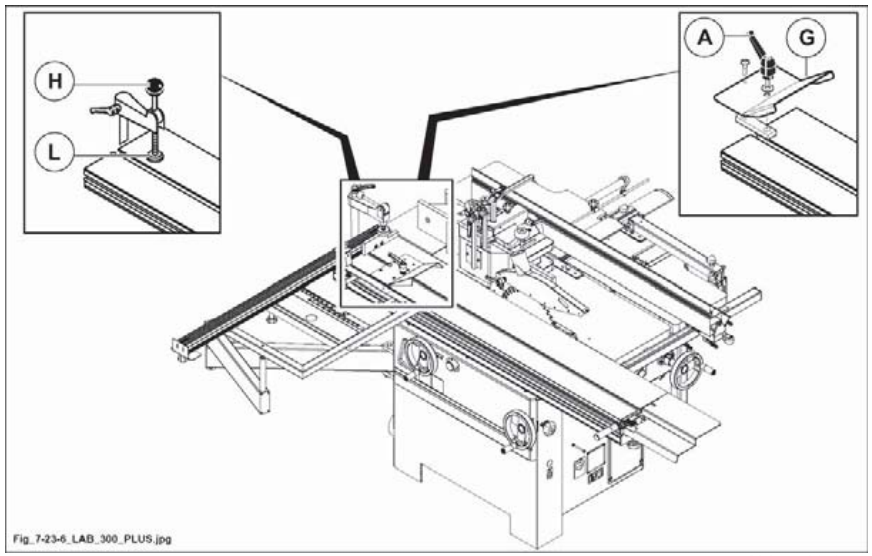

Abb. 7.23-6
- Mit dem Hebel (H Abb. 7.23-6) Fuss (L Abb. 7.23-6) senken um das Holzstück festzuspannen.
- Anschlag (G Abb. 7.23-6) in die gewünschte Position bringen.
- Nach der Einstellung Griff (A Abb. 7.23-6) wieder fest anziehen.
die Übereinstimmung der Vorrichtung (G Abb. 7.23-6) ermöglicht Präzisions-Anschläge auch mit Stücken, die keine einheitliche Anschlagoberfläche haben, auszuführen.